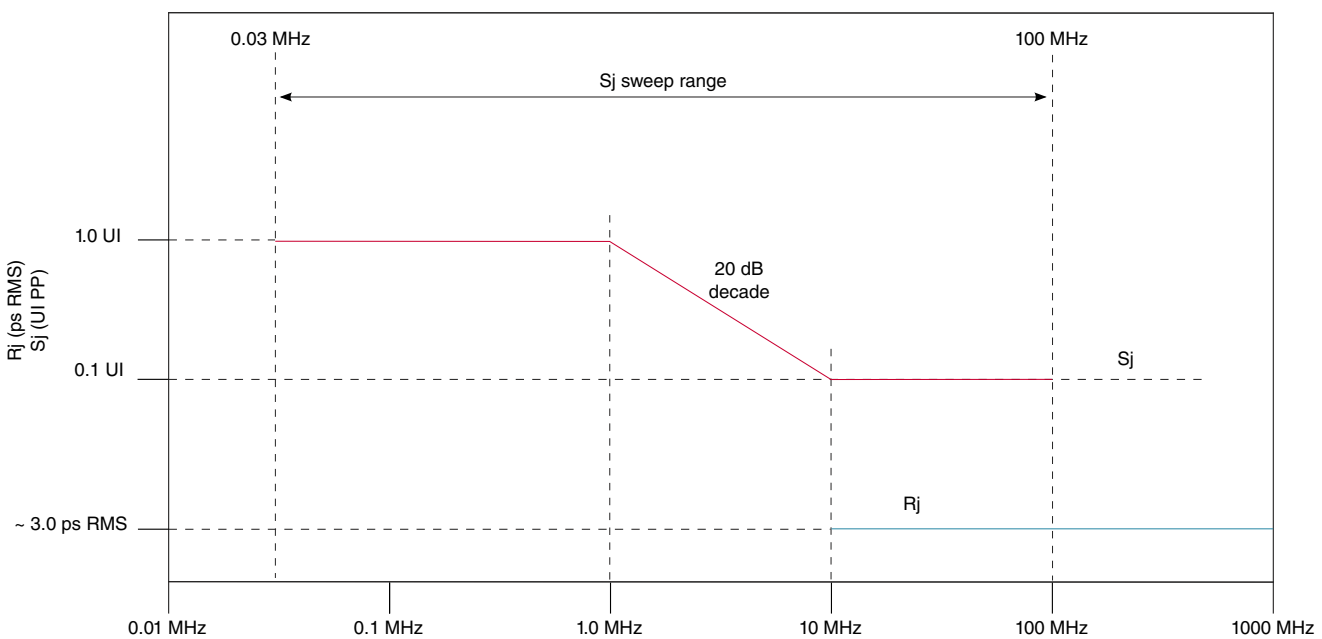

Figure 86. Swept sinusoidal jitter mask
3. The sinusoidal jitter in the total jitter tolerance may have any amplitude and frequency as shown in Figure 86.
4. Random jitter (Rj) is applied over the following range: The low frequency limit may be between 1.5 and 10 MHz, and the upper limit is 1.0 GHz. See Figure 86 for details. Rj may be adjusted to meet the 0.3 UI value for $T_{RX-SV-8G}$.